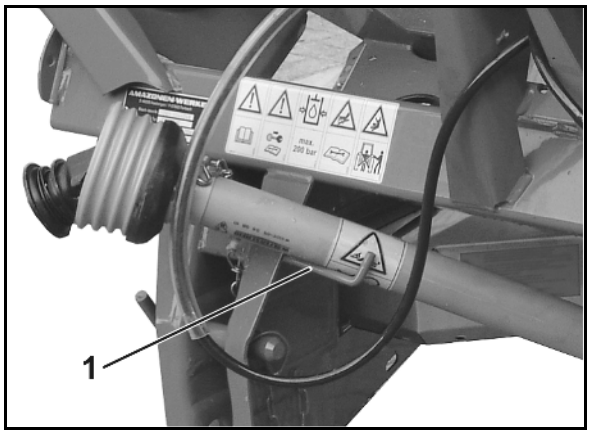

**Rys. 34**
5. Odłączony wałek przekaźnikowy należy ułożyć w przewidzianym do tego celu uchwycie (Rys. 34/1)!